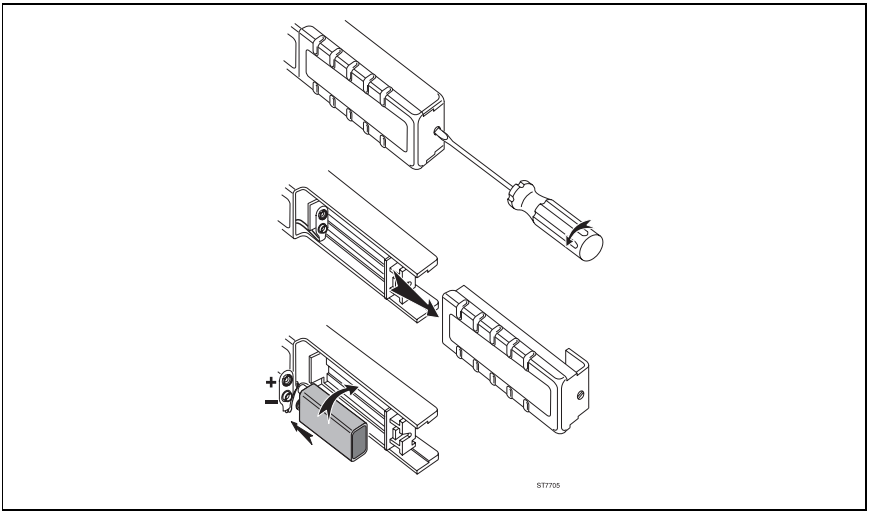

Figura 2. Instalación de la batería
No olvide instalar la batería cuando utilice la sonda por primera vez. Tomando como referencia la Figura 2, utilice el siguiente procedimiento para instalar la batería:
3. Localice la tapa del compartimiento de la batería en la empuñadura (véase la Figura 2). Afloje el tornillo con un destornillador de punta plana.
5. Instale o sustituya la batería (modelo IEC 6LR61) como se indica en la Figura 2. Coloque los cables de la batería de forma que no queden aprisionados entre la parte inferior de la empuñadura y la tapa del compartimiento de la batería.